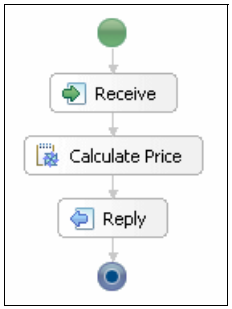

Figure A-50 Business Process Editor canvas
4. Add a snippet activity to the Business Process Editor canvas between the Receive and the Reply activities, and rename it to `Calculate Price` (Figure A-50). This snippet is used to set the price value in GetDeliveryDaysWholesalerResponse.